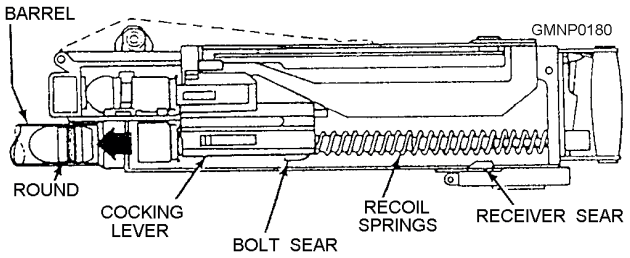

**Figure 3-98.—Mk 19 Mod 3 machine gun firing sequence.**
**FIRING**.—With the weapon in the full-load condition, pressing the trigger causes the receiver sear to release the bolt. The recoil springs force the bolt forward (fig. 3-98). As the bolt travels forward, the cocking lever is released and the bolt sear strikes the receiver plate, pushing it rearward. This movement of the bolt sear releases the firing pin, which strikes the primer and fires the round.